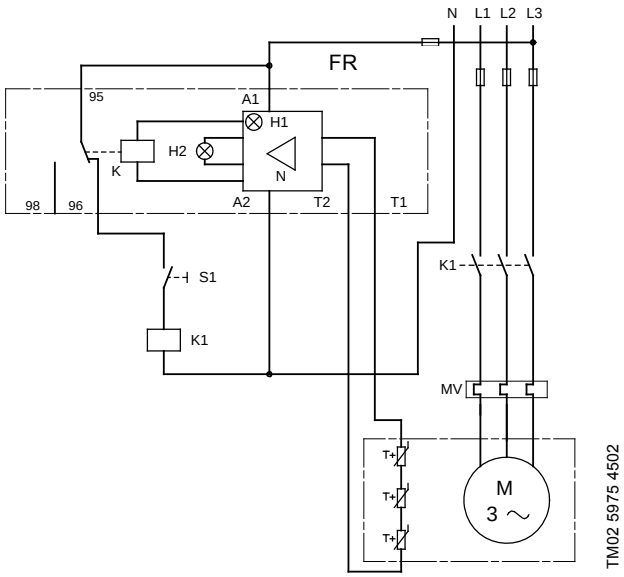

Fig. 9 Schéma de câblage
Le branchement électrique doit être fait par un électricien en fonction des réglementations locales et des schémas de raccordement pour la protection du moteur, le disjoncteur et les dispositifs de surveillance utilisés, voir fig. 9. Les branchements électriques sont effectués dans la boîte à bornes.
Le moteur doit être raccordé à un disjoncteur efficace (MV) et à un relais amplificateur externe (FR), voir fig. 9. Ceci protège le moteur en cas de chute de tension, de défaut de phase, de surcharges et de blocage du rotor.
Avant la mise en route du système, les thermistances doivent être connectées aux bornes T1 et T2 du groupe de bornes, voir fig. 9. Les thermistances protègent les enroulements du moteur contre les surchauffes.